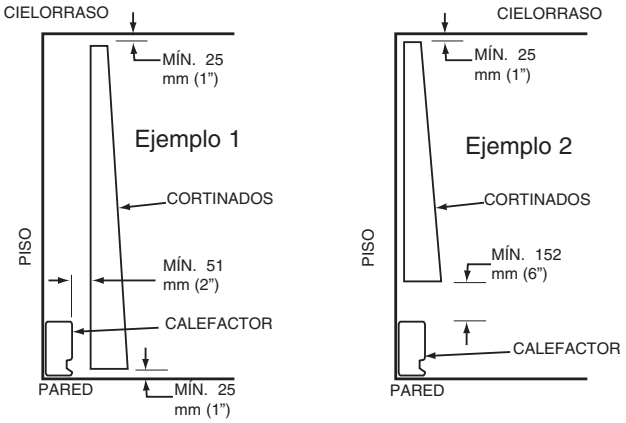

Figura 2: espacios libres para cortinados
6. PRECAUCIÓN: el calefactor funciona a altas temperaturas. Mantenga los cordones eléctricos (incluidos los cables de teléfono y de computadora), cortinados y otros elementos del mobiliario alejados del calefactor. Para garantizar un funcionamiento eficiente y seguro, recomendamos mantener en todo momento un espacio libre de 152 mm (6 pulgadas) como mínimo por encima y frente al calefactor. Vea los requisitos de espacios libres mínimos para cortinados en la Figura 2.